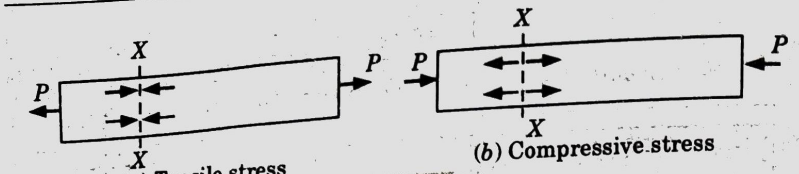

Fig. 1.1.1.
1. The stress induced in a body, when subjected to two equal and opposite pulls as a result of which there is an increase in length, is known as tensile stress (Fig. 1.1.1(*a*)).
1. The stress induced in a body, when subjected to two equal and opposite pushes as a result of which there is a decrease in length of the body, is known as compressive stress (Fig. 1.1.1(*b*)).